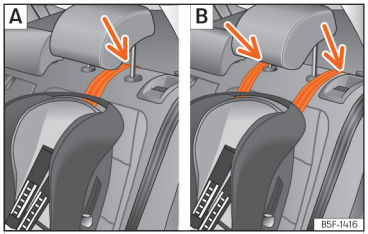

Abb. 38 Rücksitze: Einstellung und Einbau unter Verwendung des Top Tether-Gurts.
- Führen Sie den Gurt unter der Kopfstütze durch (in Abhängigkeit der Gebrauchsanweisungen des Kindersitzes ggf. Kopfstütze anheben oder entfernen) ››› (Abb. 38).